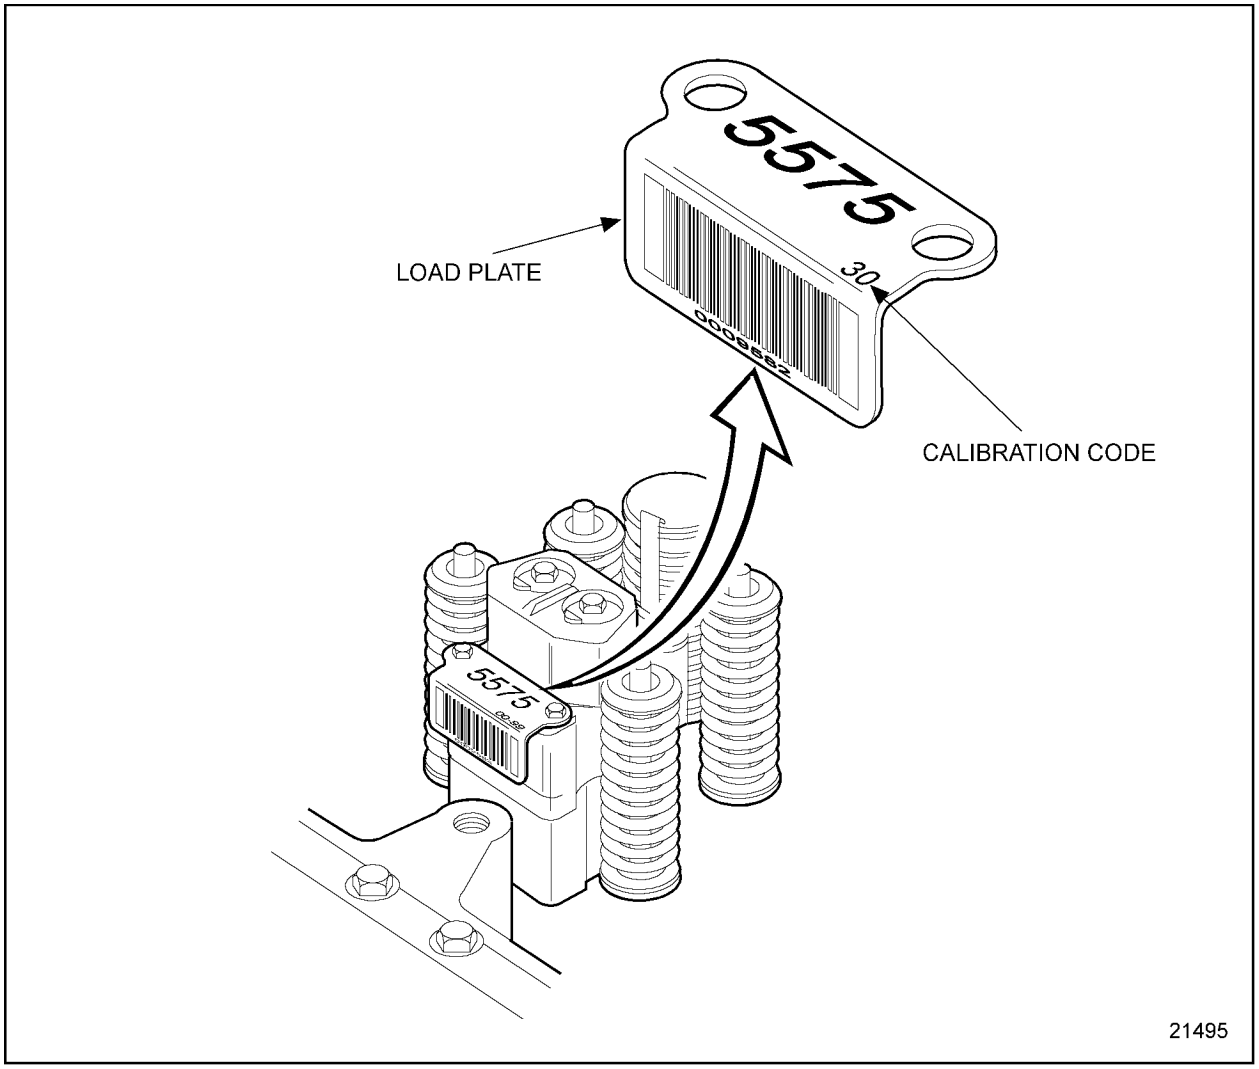

Figure 16-1 Injector Calibration Code Location
2. Record the injector calibration code of each injector noting the cylinder number; see Figure 16-1.
[a] If the calibration code on the display is different then the calibration code on the suspect injector for that cylinder, the injector setting must be repaired, see Figure 16-1; refer to section 16.3.1.
Injector calibration and bar codes may be absent from the load plates on first-run production DDEC III/IV injectors 5235575, 5235580, and 5235550. The correct calibration code for these units is "01". Load plates on current DDEC III/IV injectors include the required calibration or bar code information. See Figure 16-1.